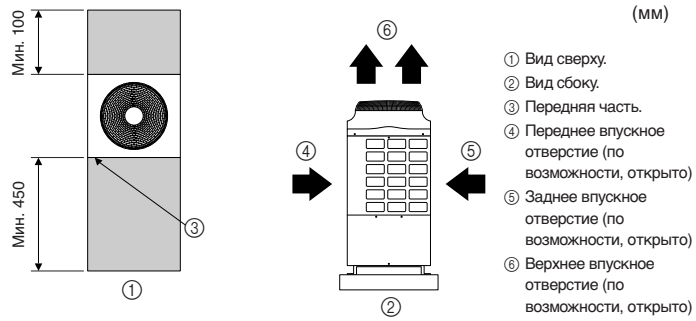

Fig. 2-3
(1) Основная информация для определения необходимого пространства (Fig. 2-3)